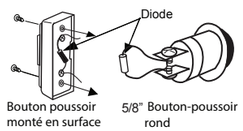

Figure 2
Installation du bouton-poussoir de la sonnette de porte avant (reportez-vous à la figure 2)
Un petit composant électrique appelé « diode » est fourni avec le carillon. Installez la diode sur les vis de borne du bouton-poussoir de la porte avant comme illustré aux figures 2 et 3.
Installation du bouton-poussoir de la sonnette de porte arrière (reportez-vous à la figure 2)
6. Un petit composant électrique appelé « diode » est fourni avec le carillon. Installez la diode sur les vis de borne du bouton-poussoir de porte avant comme illustré aux figures 2 et 3. Sans cette diode, le carillon ne fonctionnera pas. Raccordez les fils au bouton-poussoir de la sonnette de porte avant. Installez le bouton-poussoir de la sonnette de porte avant à l'emplacement à l'aide des vis fournies.